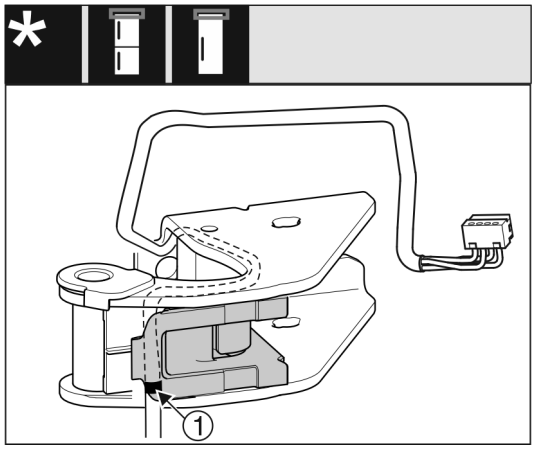

Fig. 16
▷ Το μεσαίο σημάδι πρέπει να βρίσκεται στην ακμή του στηρίγματος καλωδίων *Fig. 16 (1)*.